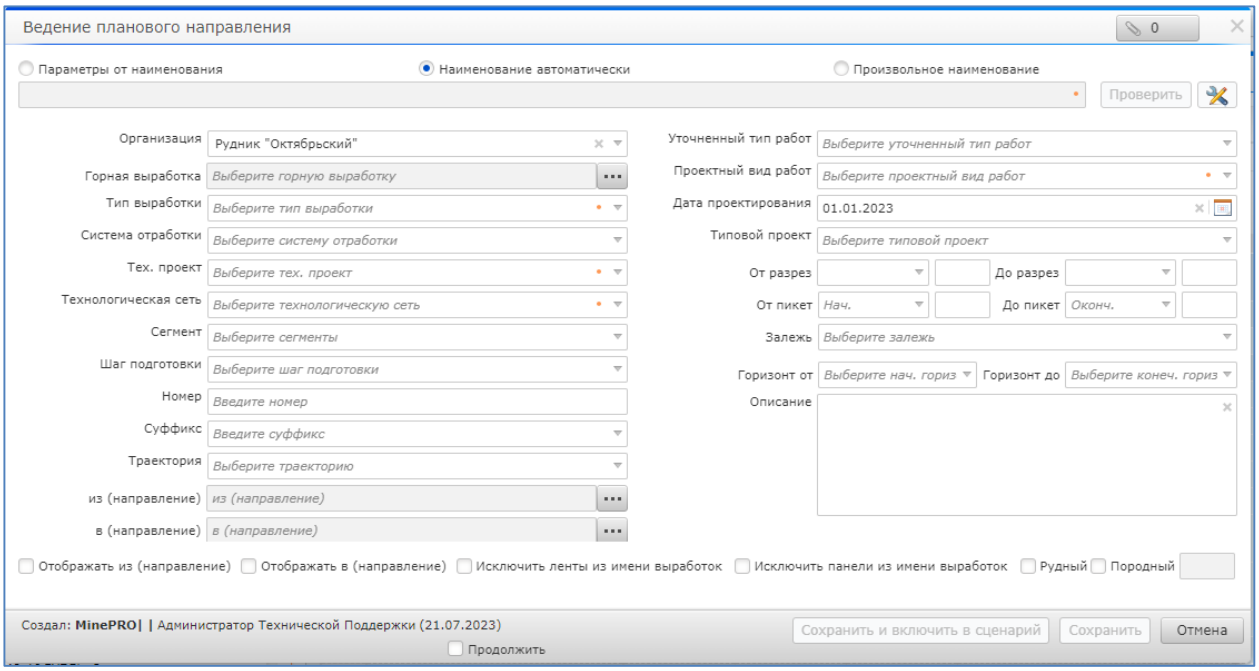

Рисунок 4. Создание планового направления
2. В блоке «Выработки» нажать на кнопку «Добавить направление» (Рисунок 4).